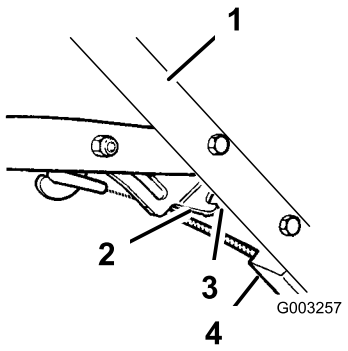

Bild 30
4. Lockern Sie die Mutter an der Kabelhalterung (Bild 30).